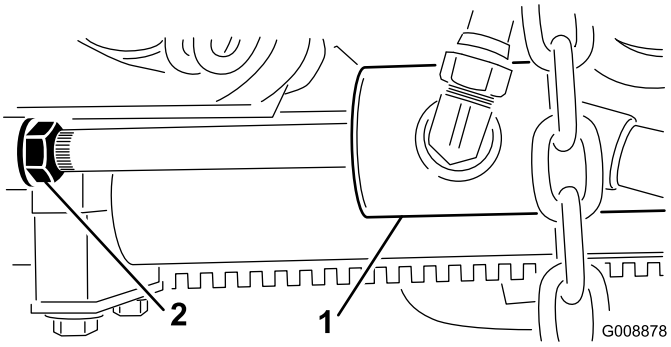

Figur 12
B. Flytta kontramuttern på cylindern bakåt (Figur 12).